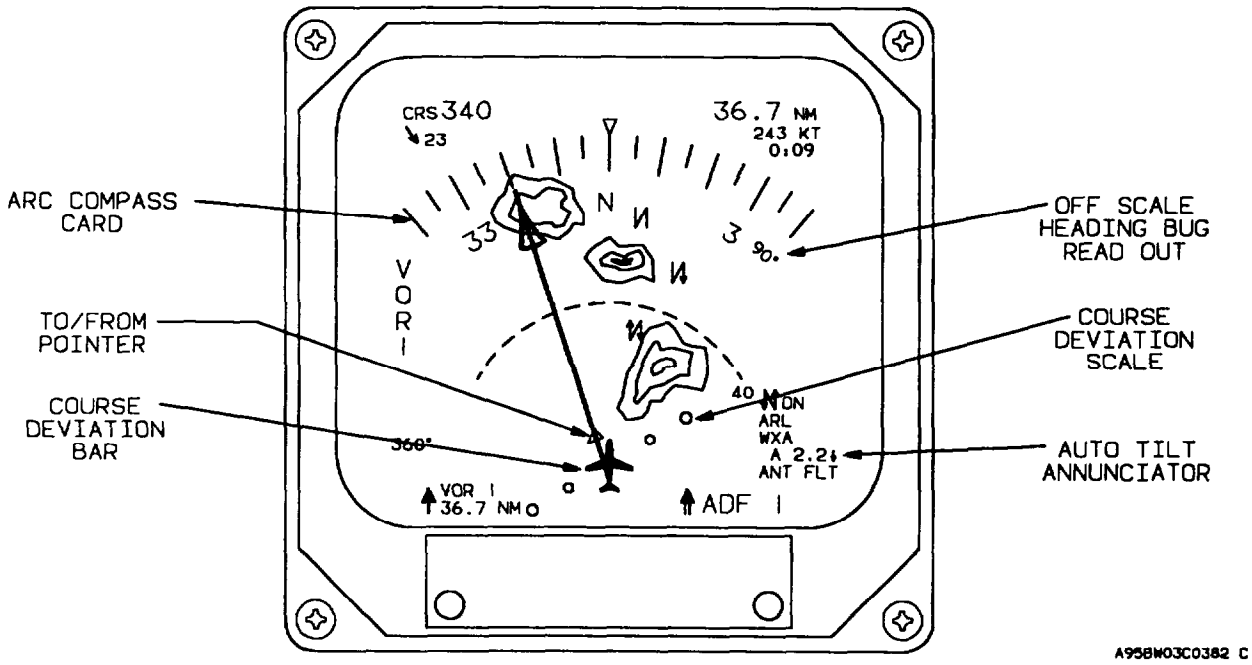

Figure 3-14. EHSI Arc Map Symbol Definition
b. EHSI Controls, Indicators, and Functions (fig. 3-14).
(1) Course/desired track digital *display. The* course/desired track digital display is an alphanumeric display located in the upper left comer of the EHSI. It displays the letters **CRS** followed by the selected navigation course in degrees. The **CRS** knob on the EFIS control panel rotates the course pointer about the compass scale and sets the course/desired track digital display.
(2) Drift angle indicator. The drift angle pointer is a triangular pointer which is generated by the GPS and rotates around the outside of the compass scale. Referenced to the lubber line, the drift angle pointer displays drift angle left or right of aircraft heading. With respect to the compass scale, the drift angle pointer displays actual ground track. Drift angle pointer information is provided by the GPS and will be displayed only when the GPS is selected as the primary navigation source and valid information is present. If the pointer information becomes invalid it will be removed from the display.
(3) Directional gyro mode or source. The directional gyro mode or source annunciator located to the left of the lubber line indicates whether heading information is being supplied to the EFIS from directional gyro number 1 or 2 **(DG1** or **DG2),** or if the system is operating in the free gyro mode **(FHDG).**
(4) Lubber line. Aircraft heading is read from the compass card under the lubber line.
(5) Heading marker. The heading marker is positioned on the compass card by rotating the heading select knob located on the EFIS control panel.
(6) Heading miscompare indicator. The yellow double-ended heading miscompare arrow will be displayed over **HDG** to the left of the lubber line on the EHSI if heading 1, 2, and cross-side differ by more than 6